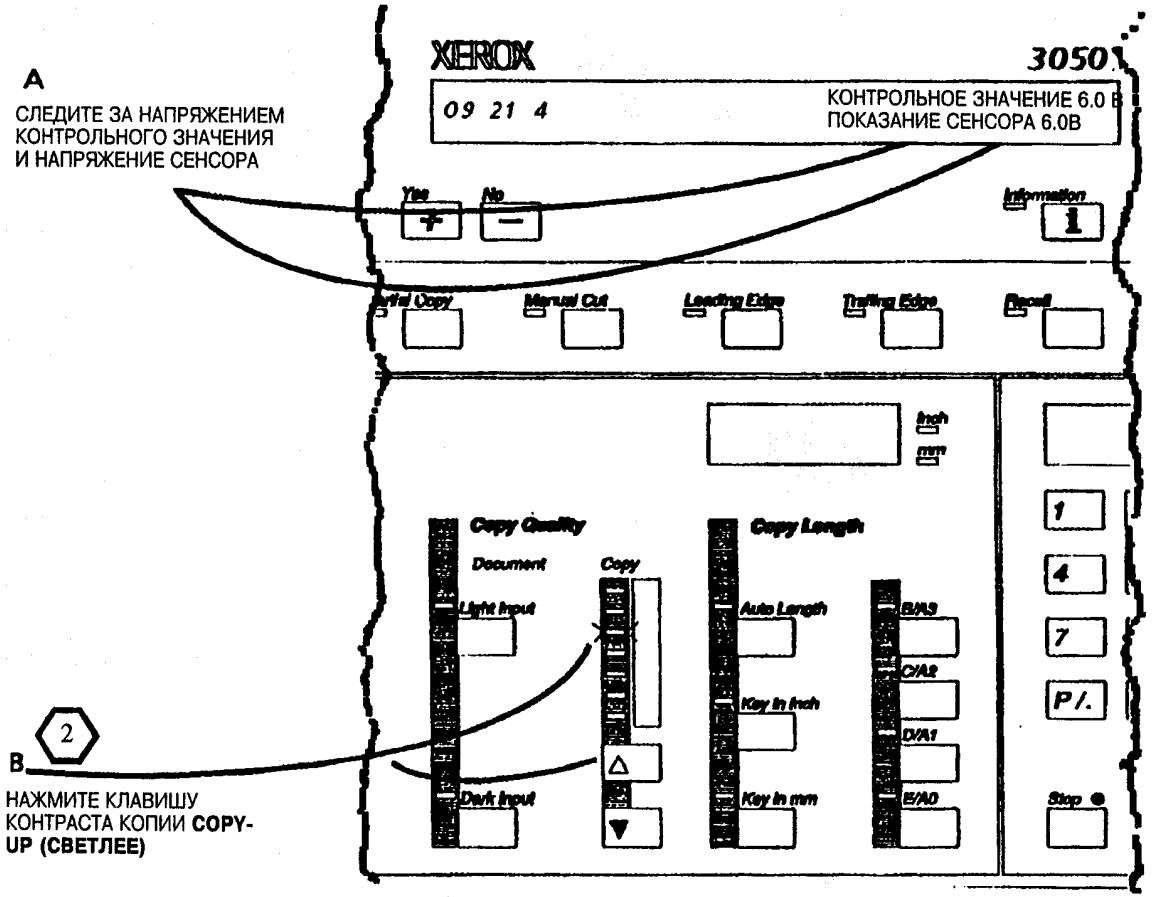

Рис. 1. Уменьшите плотность изображения
3. (Рис. 1.): Уменьшите плотность изображения.